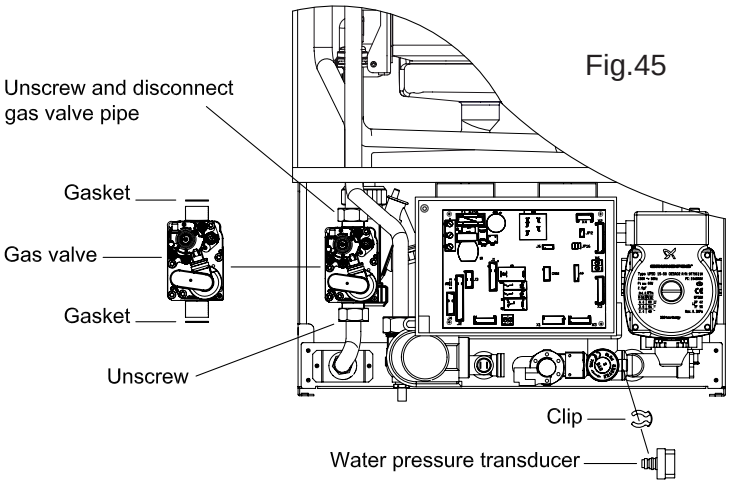

Fig.45
8.10 TO REMOVE/REPLACE GAS VALVE (Fig. 45)
8.12 TO REMOVE/REPLACE THE WATER PRESSURE TRANSDUCER (Fig. 45)